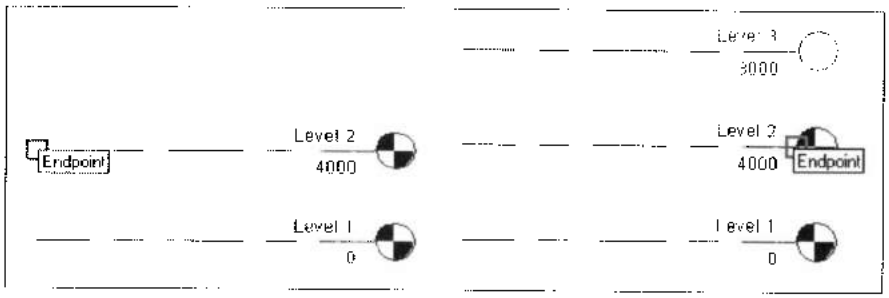

Рис. 7.3. *Рисование линии уровня с предварительным заданием смещения*
5. Если в поле **Offset** было введено смещение, отличное от нуля , щелкнуть в начале и конце линии уровня, относительно которой было задано смещение (рис. 7.3).